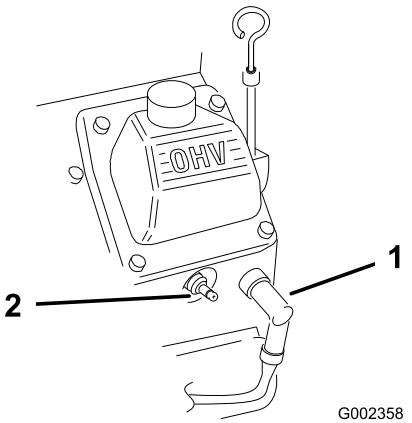

Figur 26
2. Kobl tændrørskablerne fra tændrørene (Figur 26).